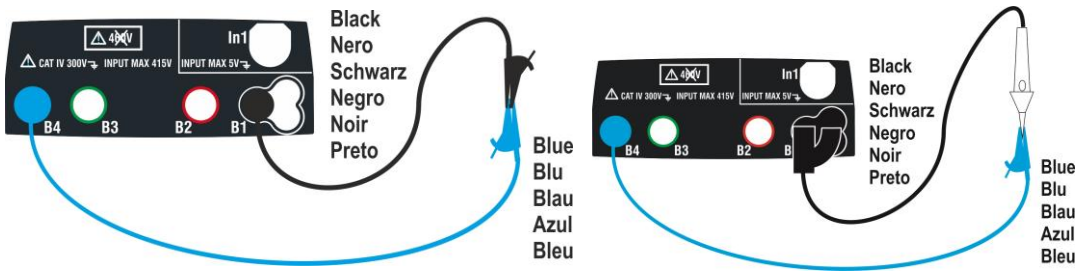

Fig. 7: Compensazione della resistenza dei cavi singoli e del puntale remoto
5. Eseguire, se necessario, la compensazione della resistenza dei terminali di misura collegando i cavi o il puntale remoto come indicato in Fig. 7